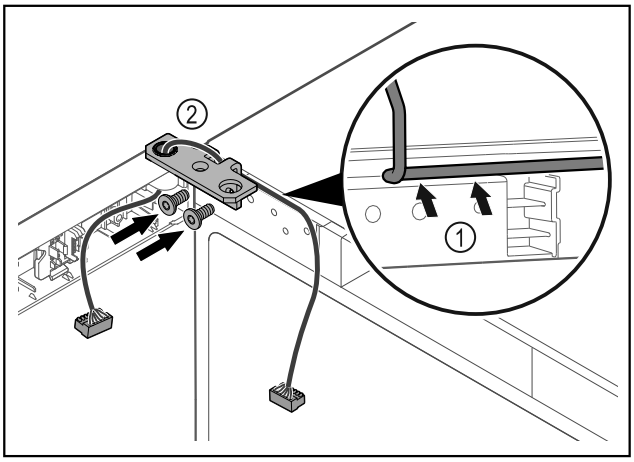

Fig. 36
▶ Dirijați cablul prin degajarea colțarului balamalei și dispuneți-l cu precauție *Fig. 36 (1)*.
▶ Înșurubați *Fig. 36 (2)* colțarul balamalei.